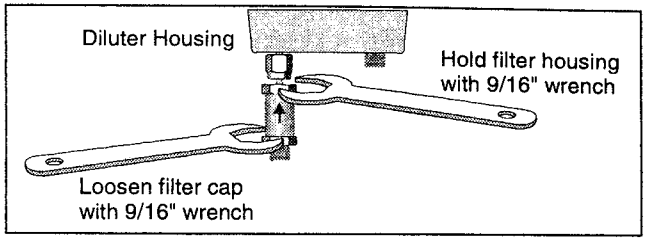

Figure 22 Removing the Dilution Probe Inlet Filter
2. Hold the filter housing near the housing with a 9/16" wrench. See Figure 22.